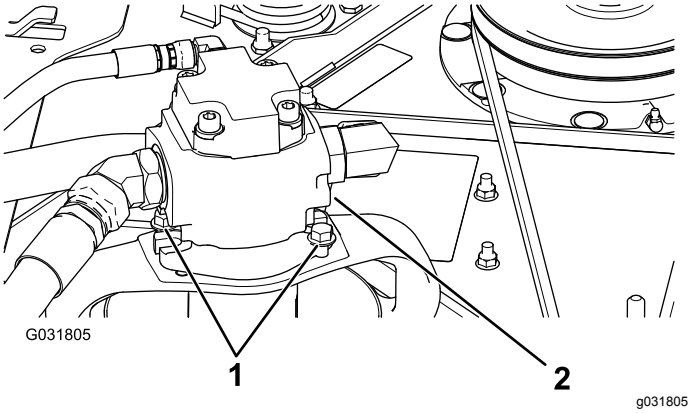

Figur 128
5. Fjern boltene, som fastholder hydraulikmotoren på plæneklipperskjoldet (Figur 128).
3. Fjern boltene, som fastholder hydraulikmotoren på plæneklipperskjoldet (Figur 128).